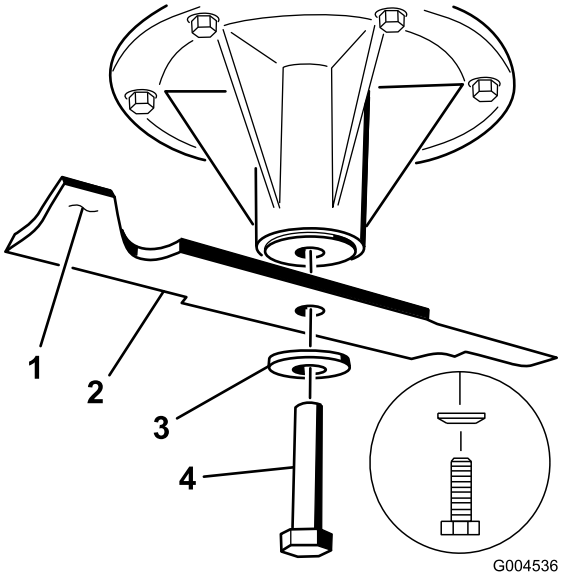
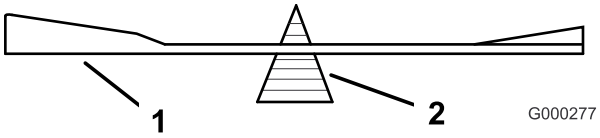

Figuur 78
Figuur 80
2. Verwijder de mesbout, de klemring en het mes van de spilas (Figuur 78).
2. Controleer de balans van het mes met een mesbalans (Figuur 80). Als het mes horizontaal blijft, is het in balans en geschikt voor gebruik. Als het mes niet in balans is, moet u wat metaal afvijlen van het uiteinde van de vleugel (Figuur 78). Herhaal dit indien nodig totdat het mes in balans is.